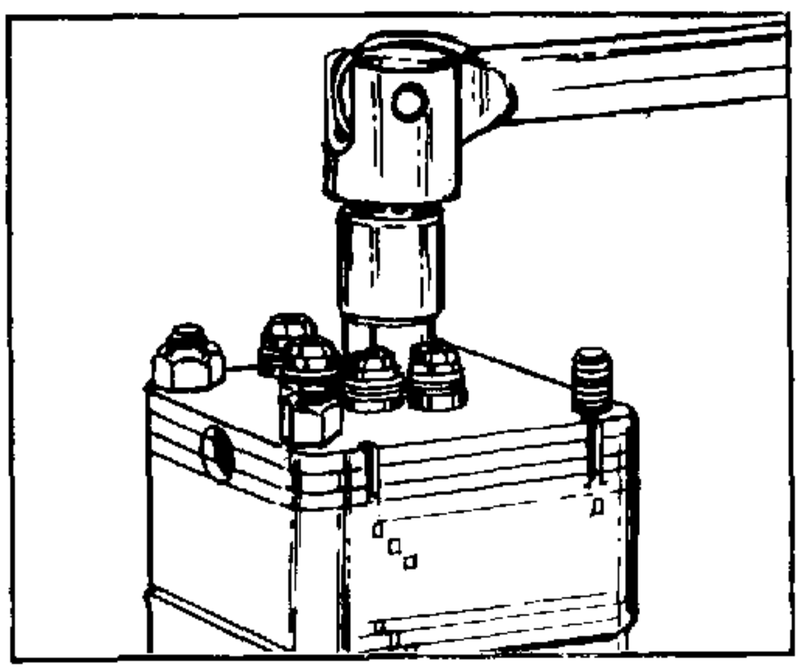
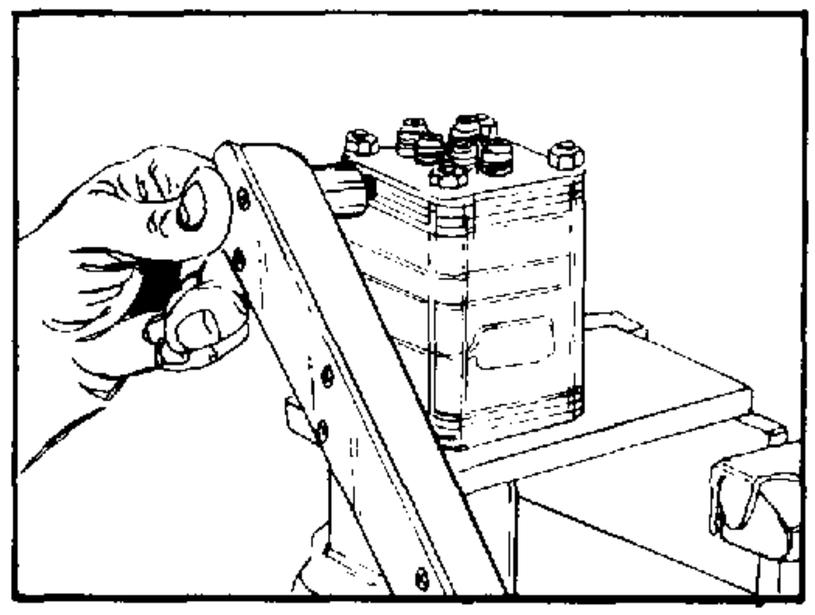

FIGURE 90.
FIGURE 92.
41. Install nuts (1) onto bolts (40). Tighten each one gradually until resistance if felt. Torque to 18-22 foot pounds (24-30 N m) in sequence shown. See figures 90 and 91. Torque plug (6) to 8-12 foot pounds (11-16 N m). See figure 92.